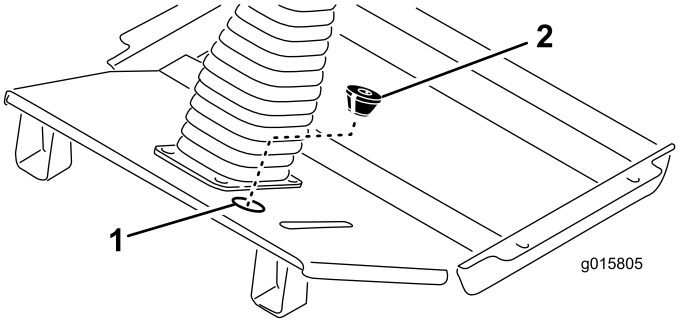

Figur 11
- För in det kvarvarande kablaget genom hålet i golvplattan (Figur 11).
- Skär en skåra i bifogad hylsa och skär upp öppningen i botten (Figur 11). Se till att hylsans koniska ände pekar nedåt innan du lindar den runt kablaget och för in den i hålet i golvplattan.